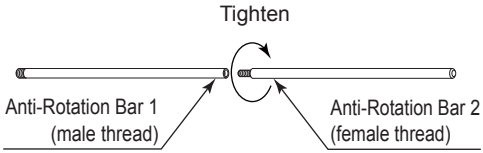

Fig. 10
① Thread the Anti-Rotation Bar 1 (male thread) into the Anti-Rotation Bar 2 (female thread) (Fig. 10).